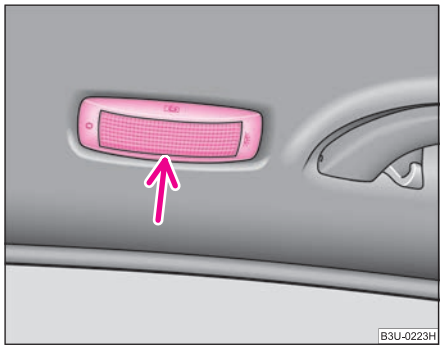

Fig. 208 The interior light at the rear without interior monitoring sensors
– Insert a small screwdriver into the slot next to the light cover ⇒ fig. 208 and carefully lever the cover off.